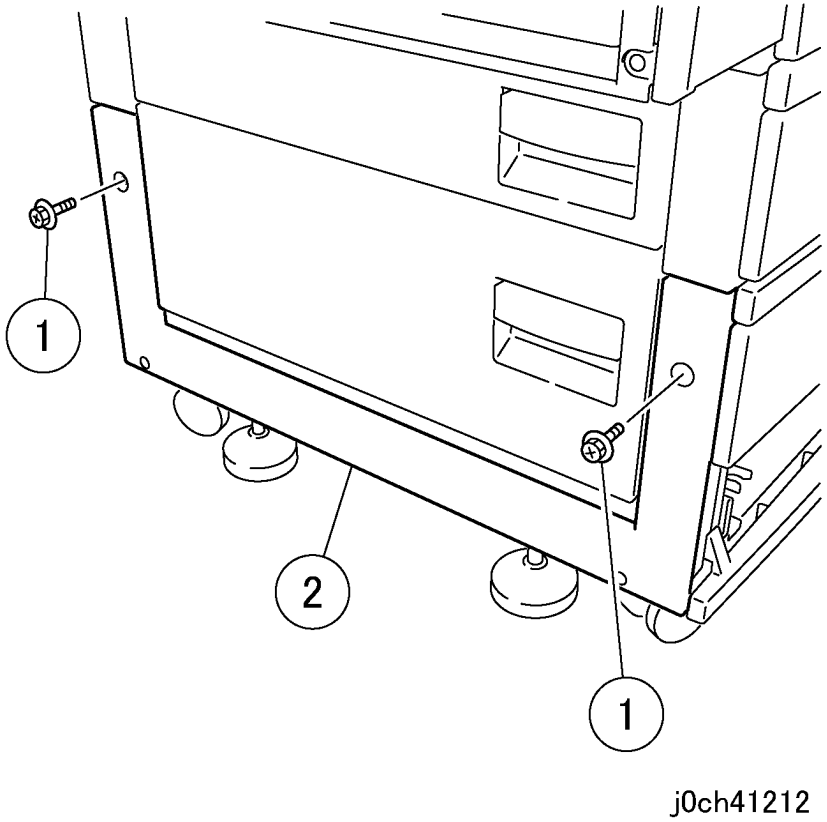

Рисунок 1 Снятие левой нижней крышки (j0ch41212)
2. Снимите левую нижнюю крышку (рисунок 1).